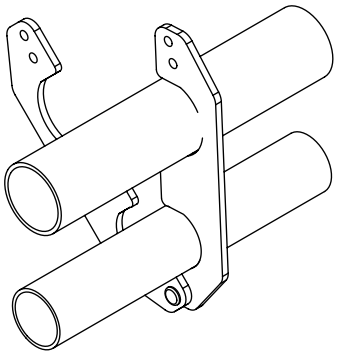

Figure 5: Top open
1. Snap bracket halves together with bottom rivet, then fit one half over pipes as shown in figure 5 to the right.